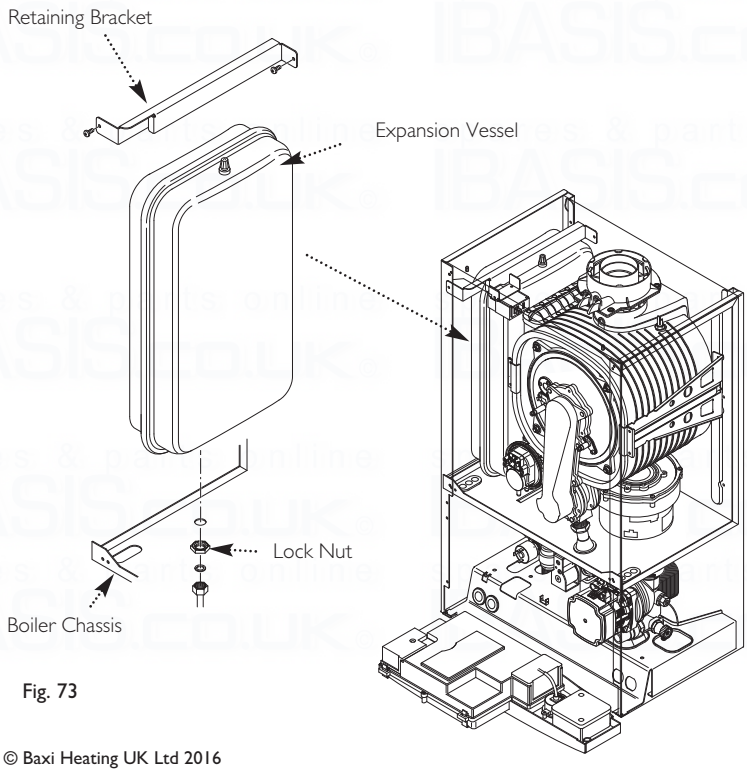

Fig. 73
13.26 Expansion Vessel (Fig. 73)